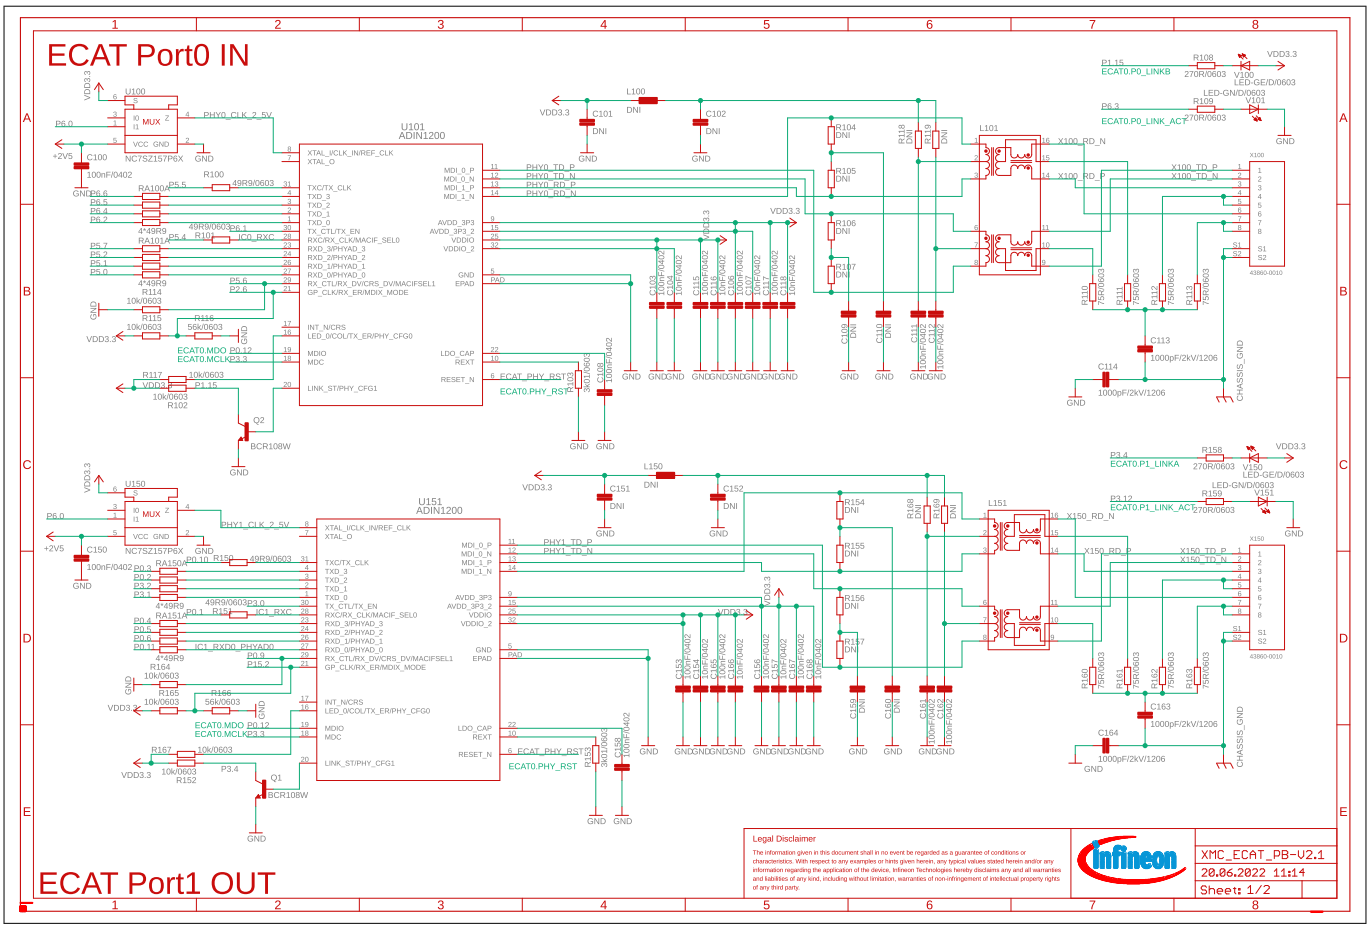

Figure 16 **XMC™ EtherCAT Phy Board Schematic: Input and Output Phy (see Revision 1.4)**
- Figure 16: XMC™ EtherCAT Phy Board Schematic: Input and Output Phy (see Revision 1.4)